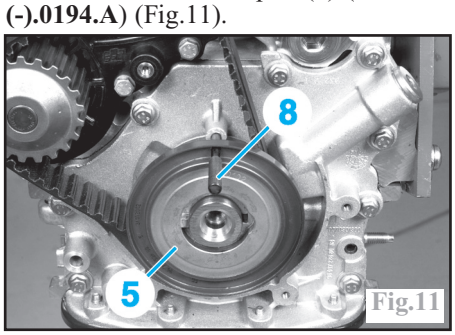

Fig.11
roue dentée de vilebrequin (5) (outil réf. **(-).0194.A**) (Fig.11).